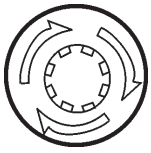

**Figura 70. Botón de paro de emergencia**
1. **PRESIONE** el botón **ROJO** de paro de emergencia, localizado en el ***panel operativo del motor*** (Figura 70) para apagar el generador en caso de una emergencia. Este botón esta localizado en cualquiera de los paneles operativos del motor.